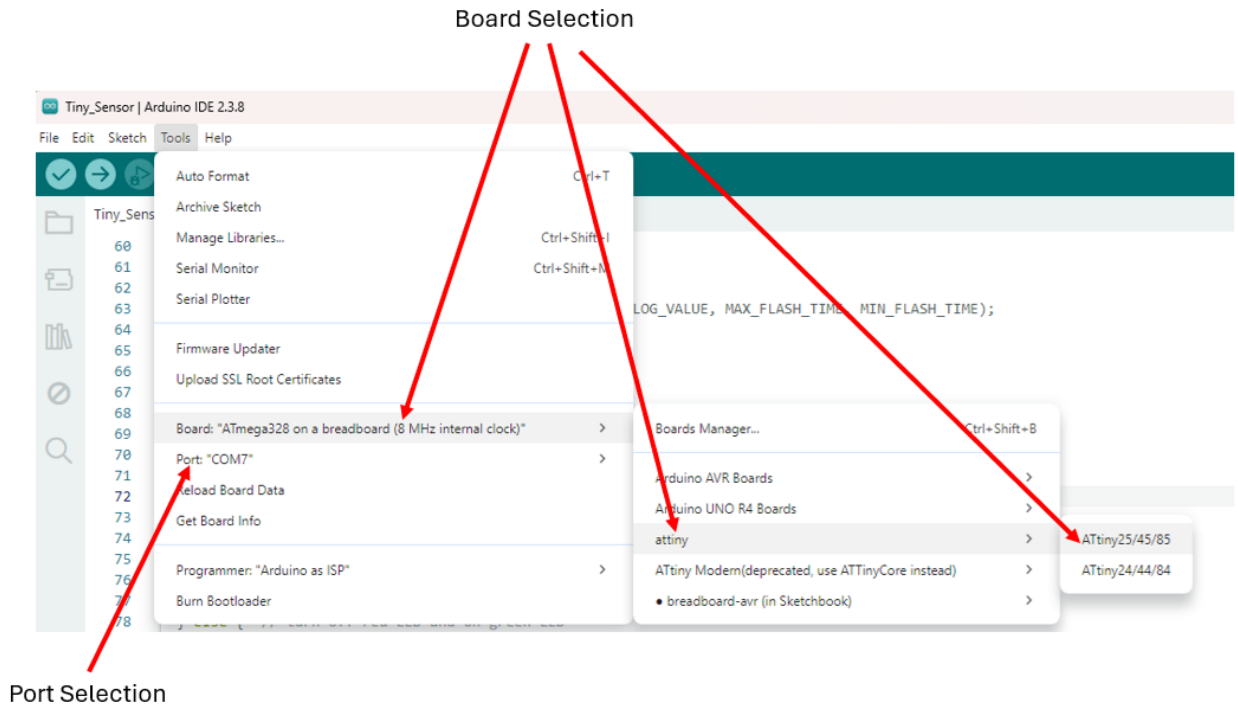

Figure 6. Select the ATtiny "board" configuration.
- Open the "Tools" dropdown and look at the "Port:" setting. Make sure that the COM or tty port selected is the port that the Uno that is part of the BBP is selected (not necessarily the port shown in figure 6 below).